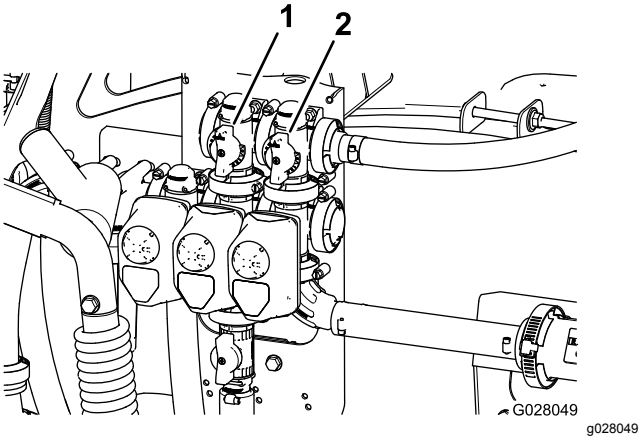

Figur 24
11. Indstil omrøringsomløbsventilen (Figur 24) på bagsiden af omrøringsventilen, indtil trykmåleren står på 6,9 bar.
9. Juster grebet til hovedsektionens omløbsventil for at styre omrøringen i tanken (Figur 24).